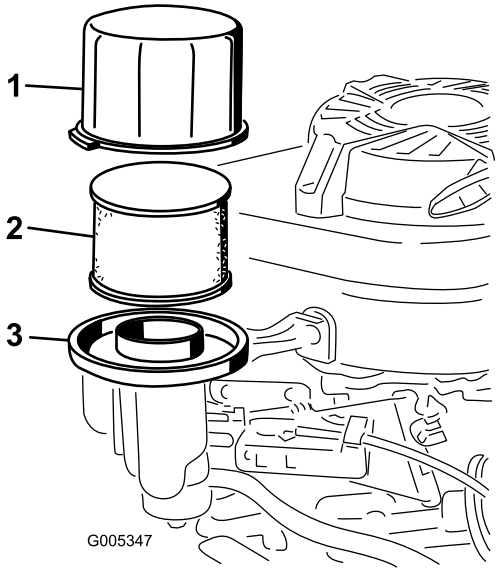

**Rysunek 18**
3. Usuń pokrywę i oczyść ją dokładnie (Rysunek 18).
4. Wyjmij piankowy filtr wstępny i filtr papierowy powietrza z podstawy filtra powietrza (Rysunek 18).